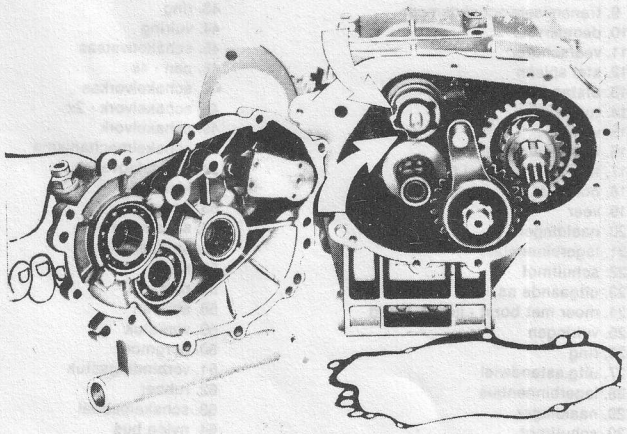

afb. 20
f. druk de schakelwals opzij en breng schakelvork + schuifmof van de tussenas aan; draai de schakelwals tot de bak in de vrijstand staat, daar anders de pallen van het schakelmechanisme niet in de halfronde uitsparingen tussen de pennen van de wals kunnen vallen - zie afb. 20